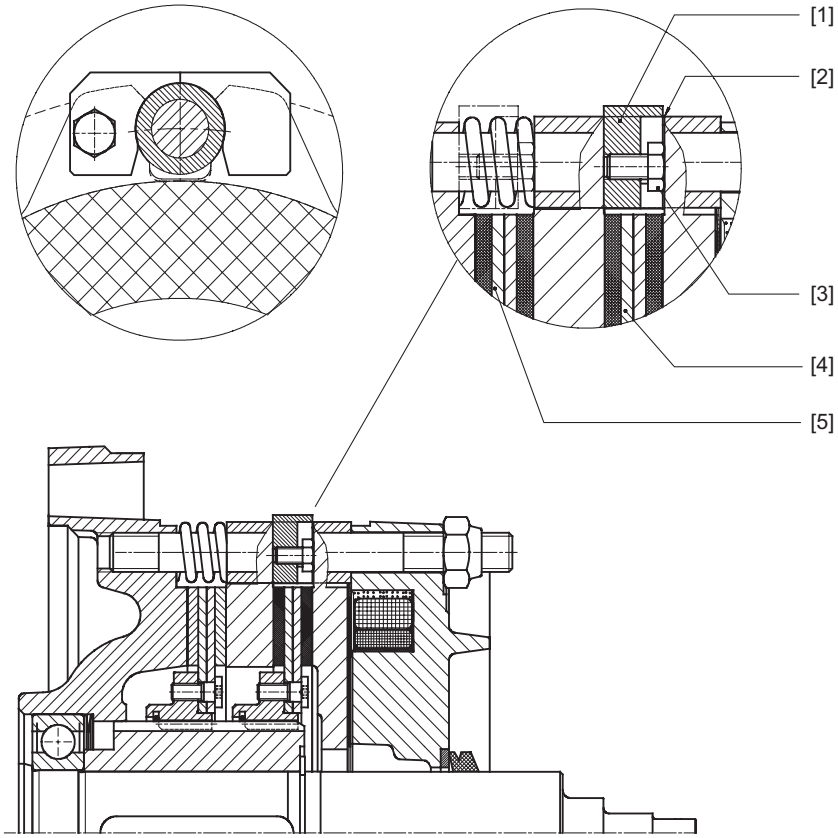

Rys. 3: Kontrola dwuobwodowej funkcji hamowania z klinami dystansowymi
5. Jeden klocek z okładziną wyłączyć z przebiegu napędu poprzez włożenie trzech klinów dystansowych nad rozpórki (patrz Rys. 3 na str. 11). Należy przy tym poluzować śruby nastawcze klinów dystansowych na tyle, aby powstała szczelina powietrzna przylegała do zbocznikowanego klocka z okładziną.